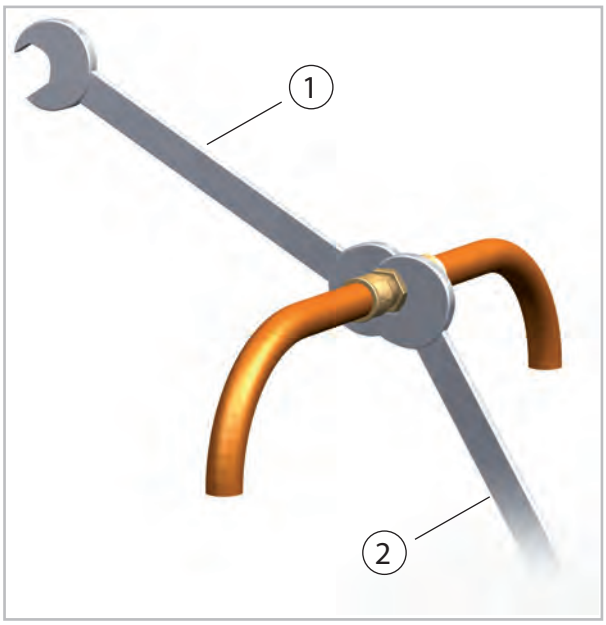

Abb. 37: Verschraubungen anziehen
11. Befestigen Sie nun endgültig die Verschraubungen mit 2 Maulschlüsseln geeigneter Schlüsselweite. Halten Sie während des Schraubens auf jeden Fall mit einem Maulschlüssel gegen (Abb. 37).